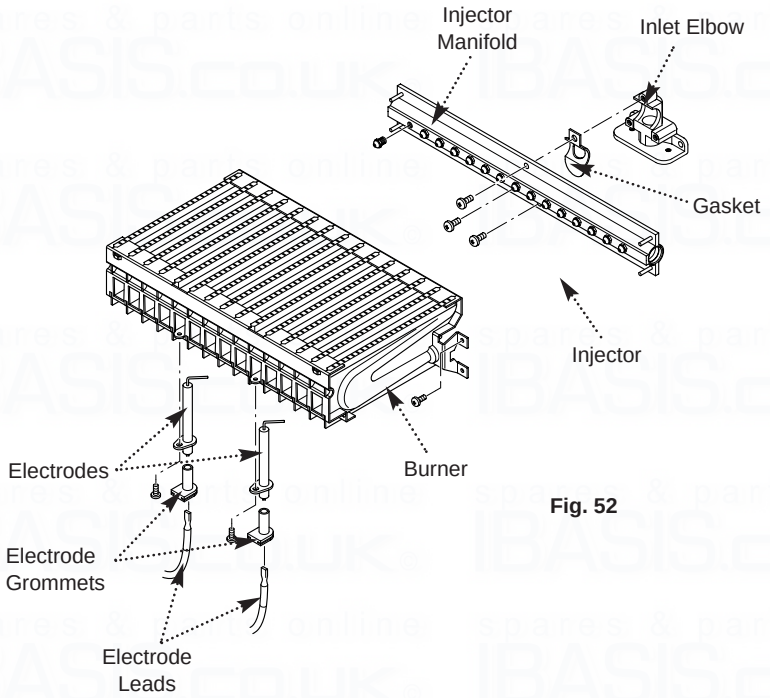

Fig. 52
12.5 Injectors (Fig. 52)
12.6 Electrodes (Fig. 52)